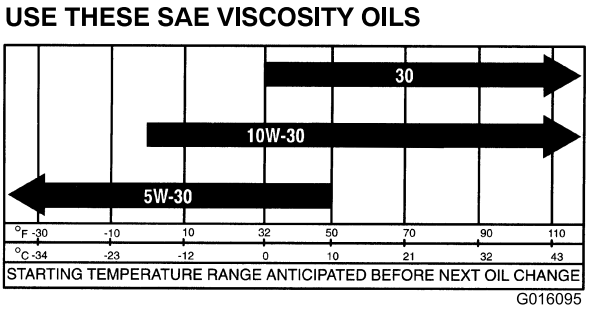

**Figuur 15**
**Viscositeit motorolie:** 10W-30; kies een motorolie met een viscositeit die overeenstemt met de omgevingstemperatuur in de tabel in Figuur 15.